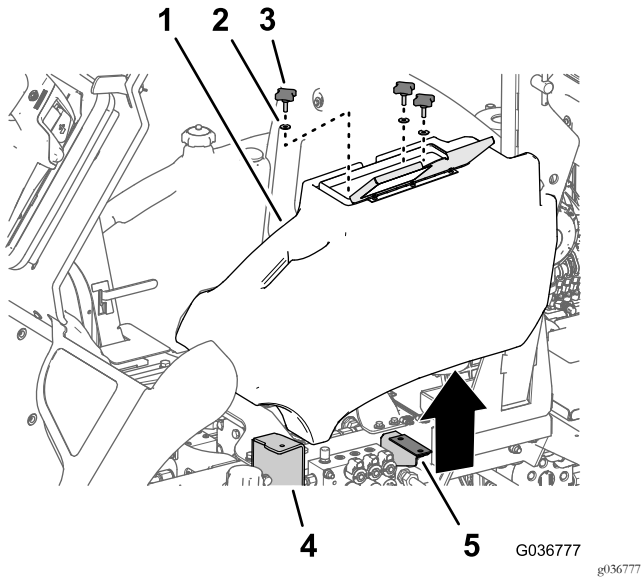

Rysunek 7
1. Otwórz pokrywę schowka (Rysunek 7).
2. Odkręć i zdejmij 3 gałki i 3 podkładki mocujące schowek do kołnierza stopnia i wspornika schowka (Rysunek 7).